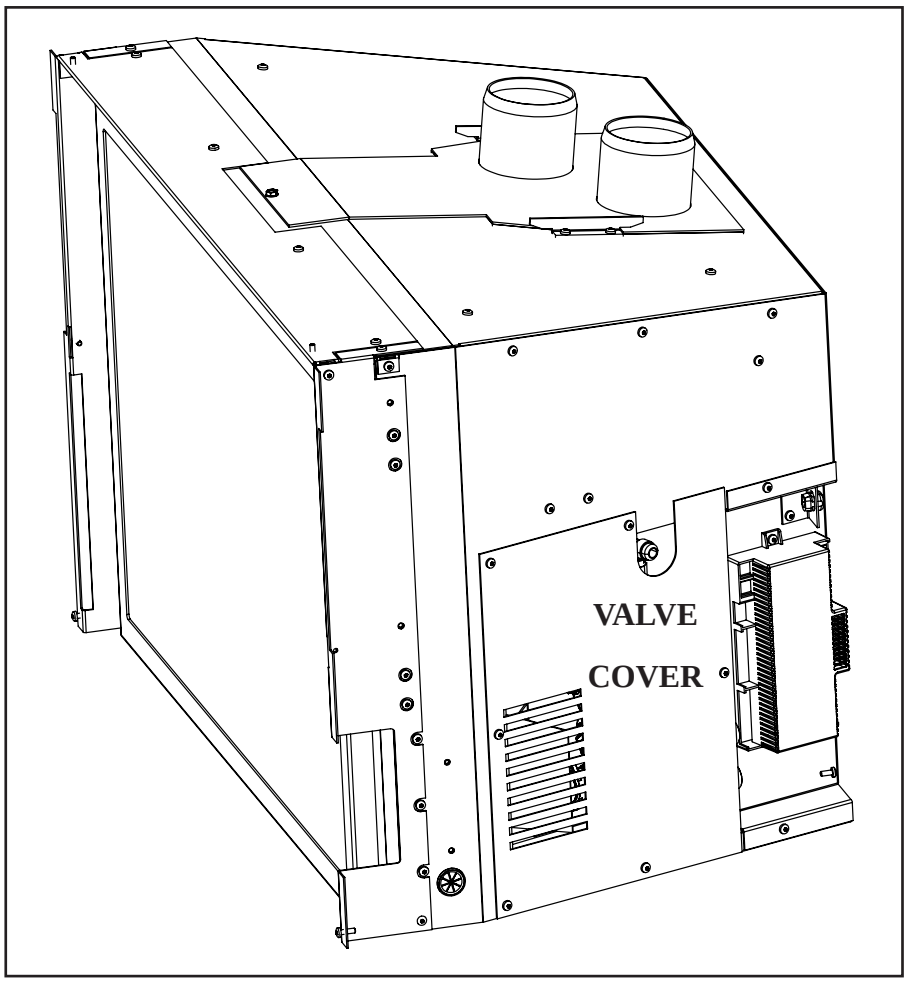

Figure 22: Valve Cover.
1. Use a T-20 screwdriver to remove the eight screws that hold down the valve cover shown in Fig. 22.